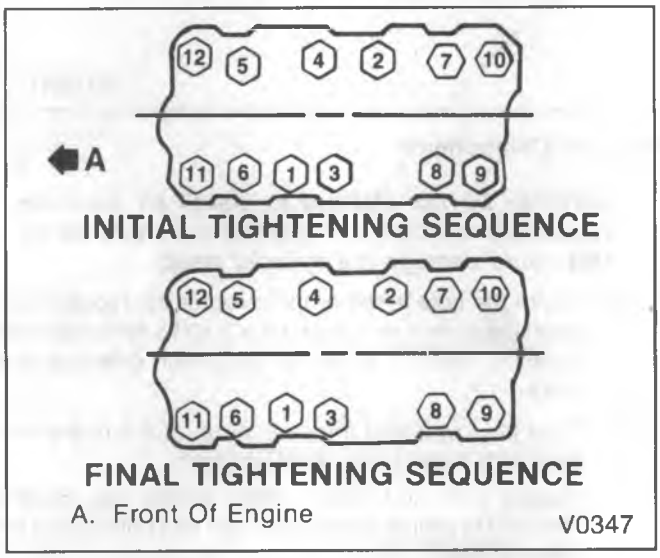

Figure 9 – Intake Manifold Bolt Tightening Sequence
- Intake manifold bolts to 48 N•m (35 ft. lbs.). Use the tightening sequence shown in figure 9. On final tightening sequence, torque bolt #9 to 56 N•m (41 ft. lbs.).